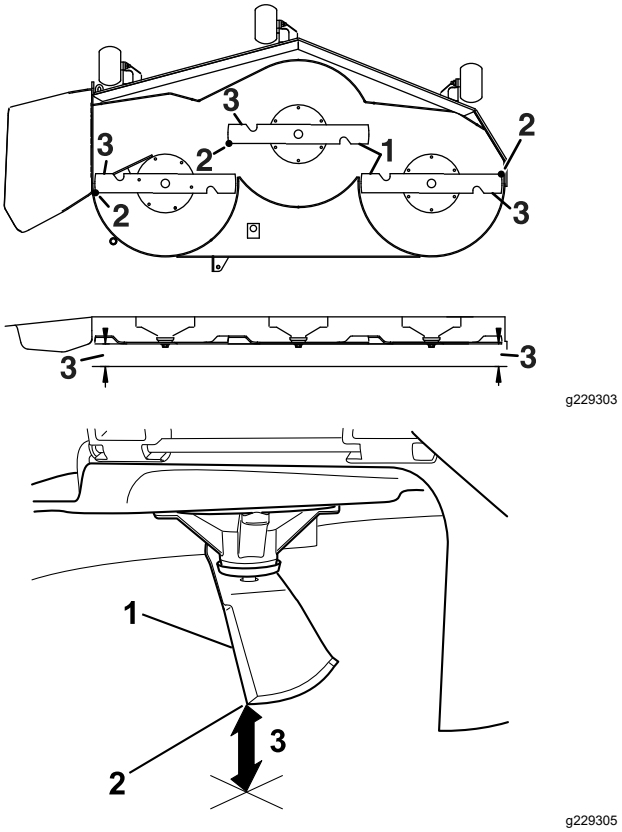

**Figur 81**
6. Mål mellem knivspidsen og den flade overflade (Figur 81). Hvis målene ikke ligger inden for 5 mm, skal nivelleringen justeres. Fortsæt med denne procedure.
12. Drej forsigtigt skæreknivene fra side til side (Figur 81).